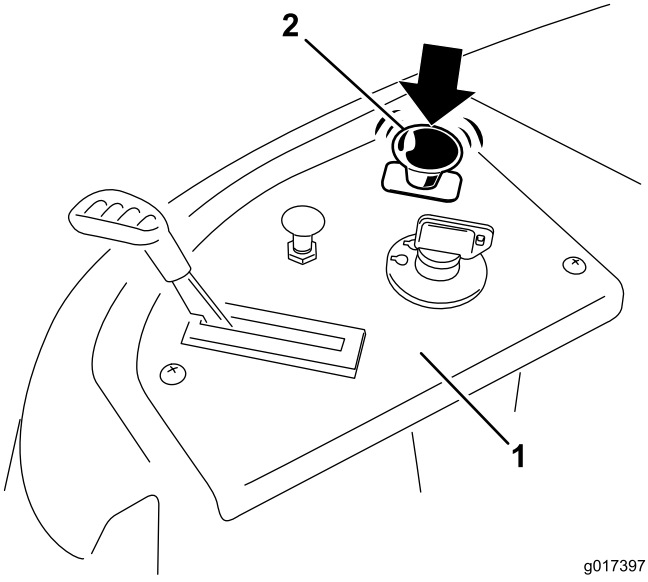

Figur 16
Dra ned knivreglaget och för det till det avstängda läget och koppla därefter ur knivarna (Figur 16).
1. Koppla ur knivarna genom att ställa in knivreglaget på Av (Figur 16).